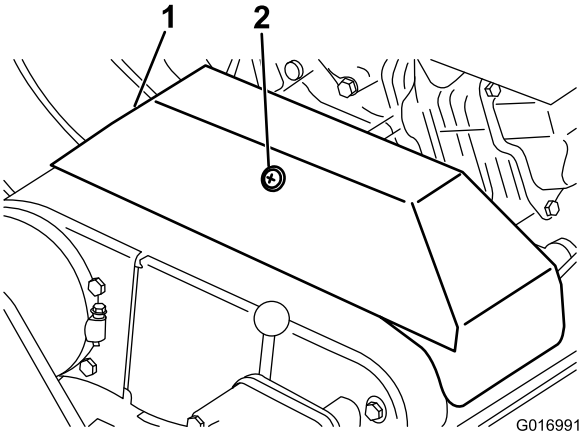

**Rysunek 32**
3. Poluzuj element ustalający mocujący pokrywę paska klinowego i otwórz pokrywę poprzez jej obrócenie (Rysunek 32).